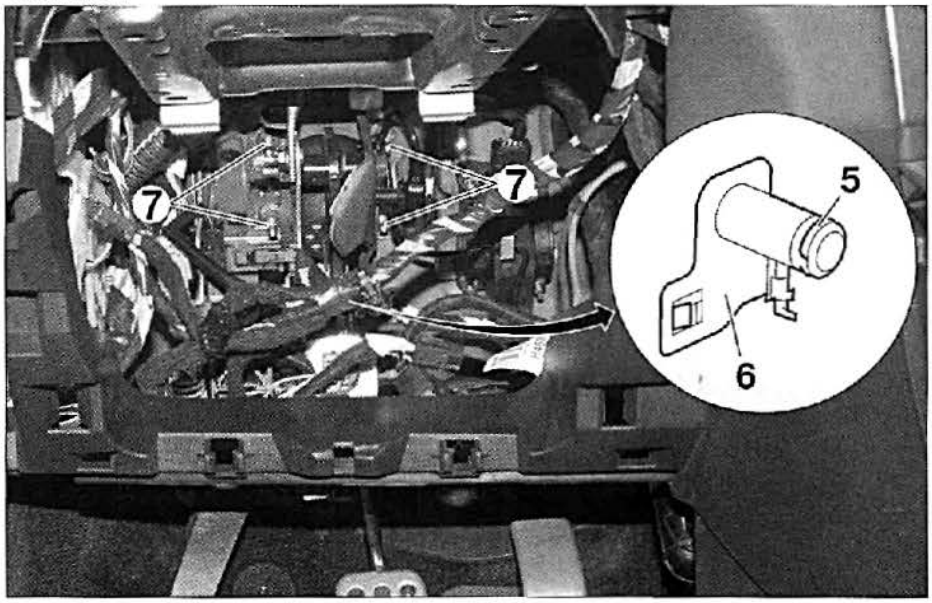

FIG. 16
• Desmontar **(fig. 16):**
- la anilla (5),
- la grapa (6),
- las tuercas (7),